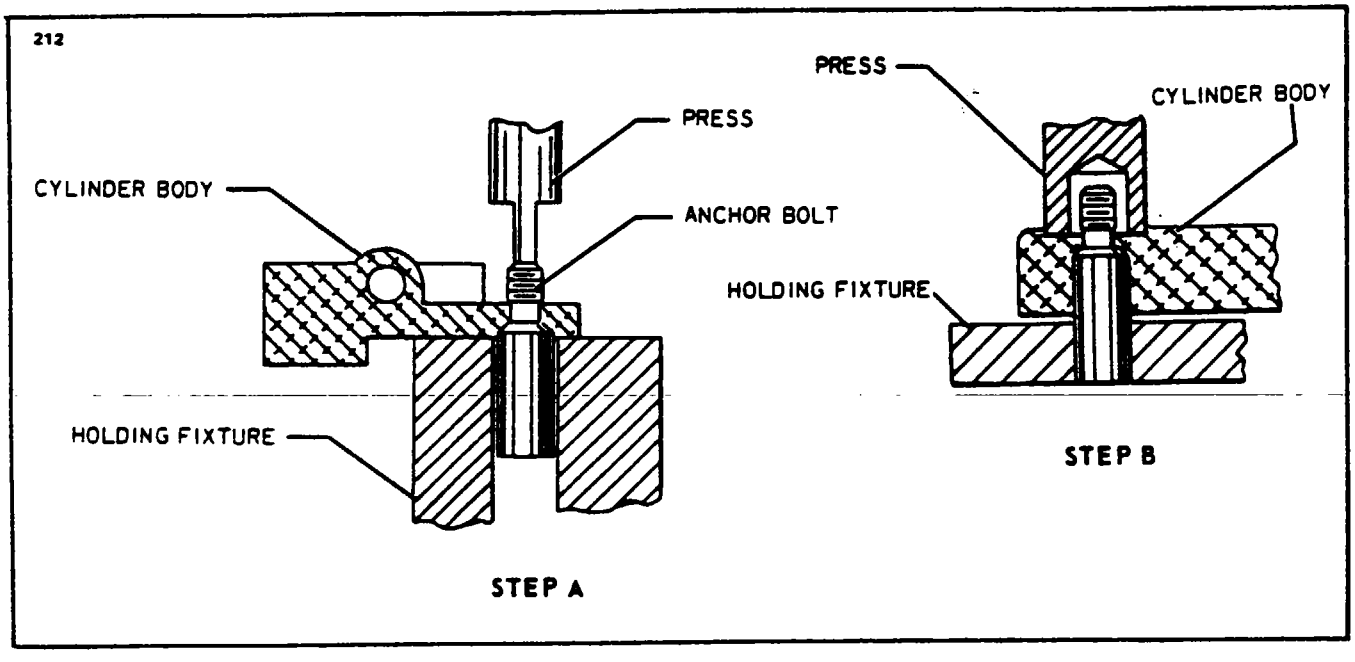
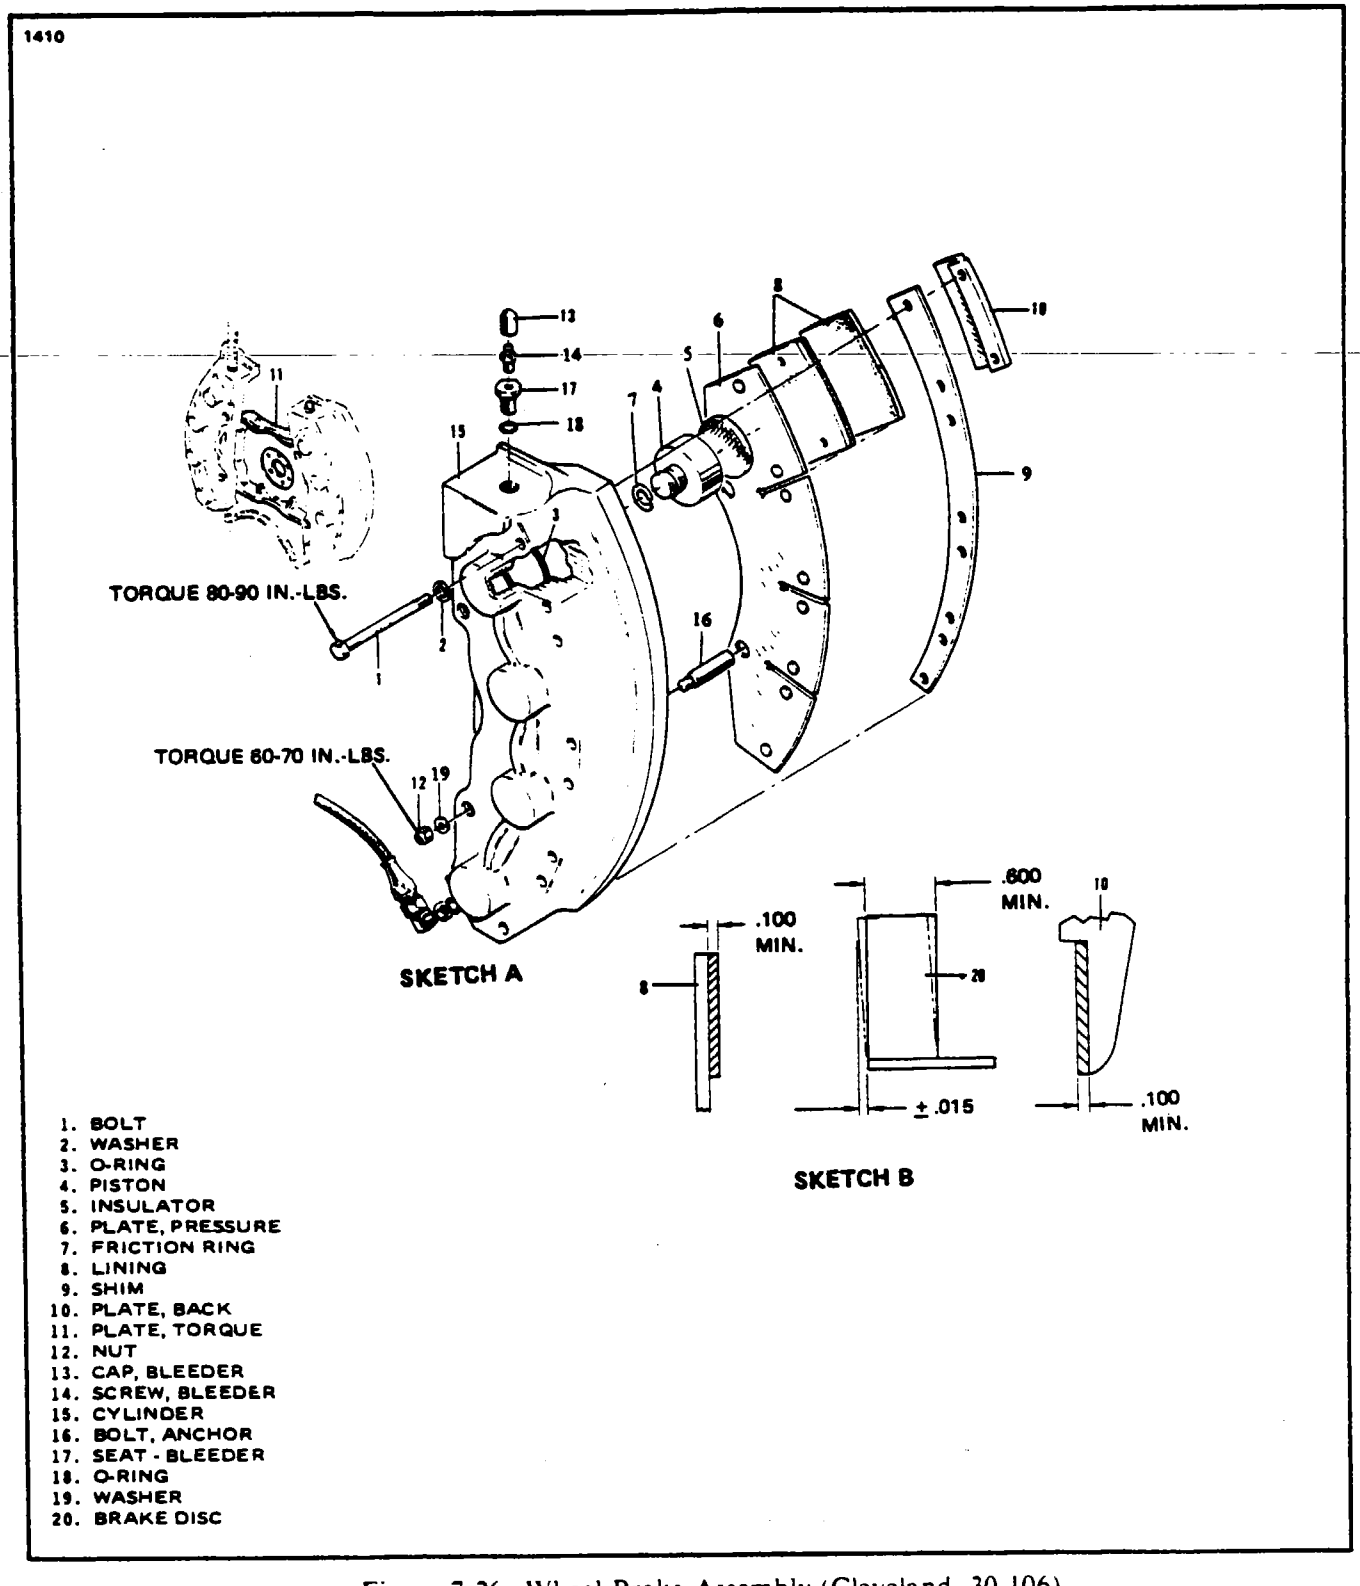

Figure 7-25. Removal and Installation of Anchor Bolts
Figure 7-26. Wheel Brake Assembly (Cleveland, 30-106)
7-75. REMOVAL AND DISASSEMBLY OF WHEEL BRAKE ASSEMBLY (CLEVELAND, 30-106). (Refer to Figure 7-25 and 7-26.)
a. To remove the brake assembly, first disconnect the brake line from the brake cylinder housing (15). Cap brake line to prevent contamination.
b. Remove the bolts (1) that secure the backing plates (10) and shim (9) to the brake cylinder housing (15).
d. Remove the pressure plate (6) by sliding off the anchor bolts of the housing.
e. The pistons (4) may be removed by injecting low air pressure in the cylinder fluid inlet and forcing the pistons from the housing.
f. If necessary, the anchor bolts (16) may be removed by using a holding fixture and arbor press. If possible, place the anchor bolts into the holding fixture so that the anchor bolt is piloted while being removed. (Refer to Figure 7-25, Step A.)
m. Inspect brake lining for edge chipping and surface deterioration. Refer to Figure 7-26 for maximum wear limits for brake linings and discs. Disc warpage should not exceed .015 inch.
7-77. ASSEMBLY AND INSTALLATION OF WHEEL BRAKE ASSEMBLY (CLEVELAND 30-106). (Refer to Figure 7-25 or 7-26.)
a. If removed, press anchor-bolts (Refer to Figure 7-25) into brake and install washers and nuts. Torque nuts to specification (Refer to Figure 7-26).